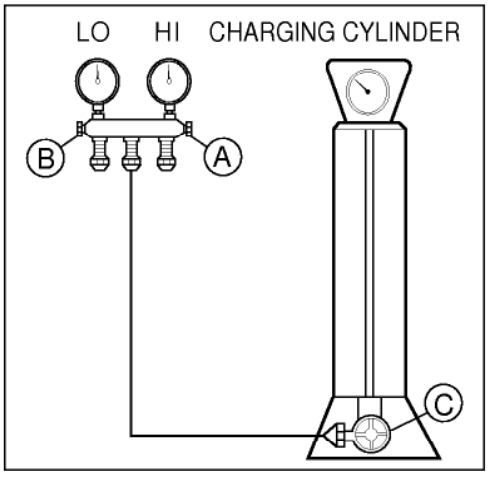

Figure 21 - Charging
- 7-2. Connect the charging cylinder as shown in figure 21. With valve C open, discharge the hose at the manifold connection.